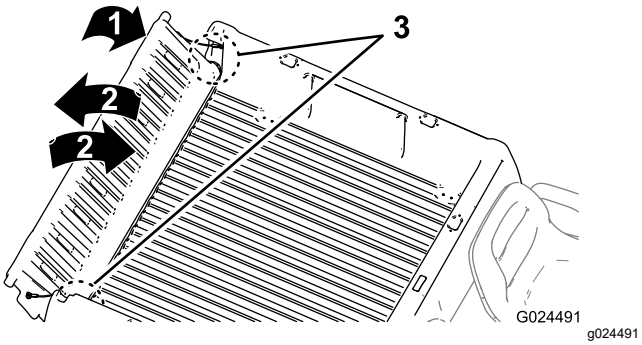

Figur 17
2. Drej bagklappen til en position på cirka 45° (Figur 17).
3. Drej bagklappen frem og tilbage flere gange med en kort, vibrerende bevægelse (Figur 17).